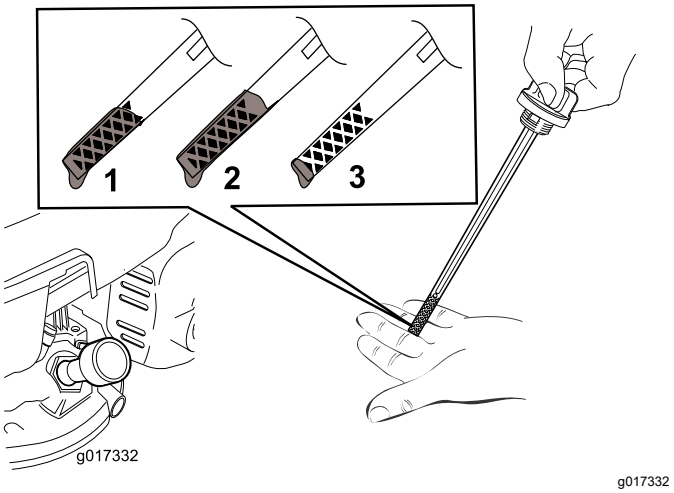

Рисунок 7
2. Извлеките масломерный щуп, повернув крышку против часовой стрелки и вытянув его (Рисунок 7).
7. Определите уровень масла по отметкам на щупе (Рисунок 7).